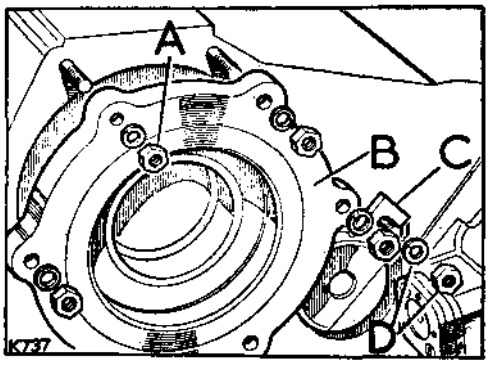

**Fig. C1-51. Mainshaft rear bearing housing**
7. Fit the mainshaft rear bearing housing, see Fig. C1-51.